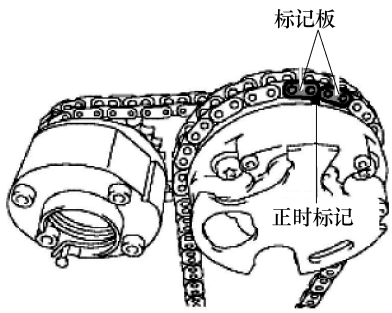

图 1-8　1 号链条橙色标记板与凸轮轴正时齿轮对正
① 如图 1-8 所示，将 1 号链条的橙色标记板与凸轮轴正时齿轮的正时标记对准，并将链条接合到齿轮上。